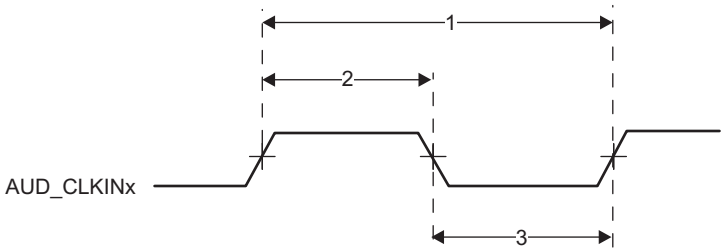

Figure 7-14. AUD_CLKINx Timing
Table 7-17. Timing Requirements for AUD_CLKINx (1) (see Figure 7-14)